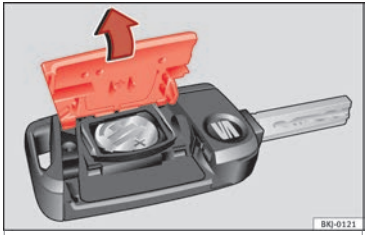

Rys. 137 Kluczyk samochodowy: otwieranie pokrywy baterii.
- Otworzyć wieczko w tylnej części kluczyka ››› rys. 137 wysuwając je w kierunku wskazanym przez strzałkę ››› ❗.
- Dopasować wieczko wg wskazania ››› rys. 137, wciskając je w obudowę kluczyka w kierunku przeciwnym do strzałki, do momentu, gdy zatrzaśnie się z kliknięciem.